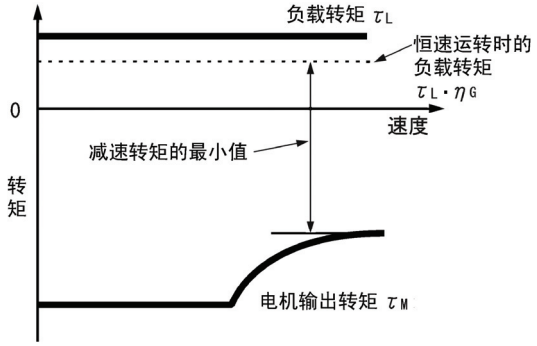
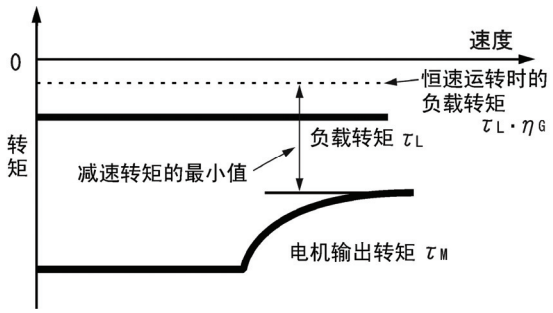

图 9.4 减速转矩最小值的分析示例(1)
图 9.5 减速转矩最小值的分析示例(2)
② 计算**“减速转矩的最小值”**。（请参考图 9.4、图 9.5）
负载转矩为正时，如图 9.4 所示。
在升降机等制动负载的状态下，负载转矩为负数时，如图 9.5 所示。此时，减速转矩的最小值因再生动作导致减速转矩数值变小，请予以注意。